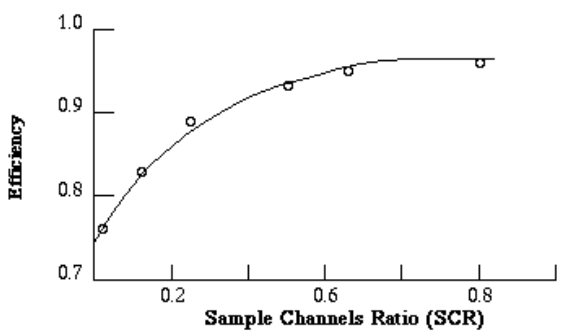

Fig. 10.6. Channels ratio quench correction curve for ^{14}C
4. Calculate standard sample channels ratio (SCR) for each concentration of quenched standard added and plot efficiency (*y*-axis) against SCR (*x*-axis) to produce the standard curve (Fig. 10.6).